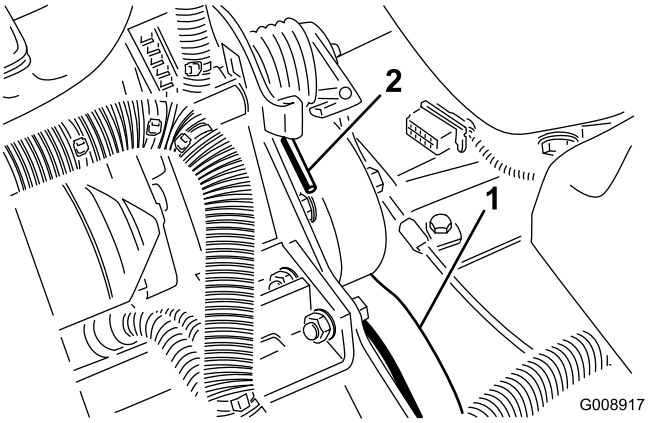

Figuur 54
2. Druk het uiteinde van de veer omlaag en naar voren (Figuur 54) om deze los te maken van de beugel en de veerspanning op te heffen.